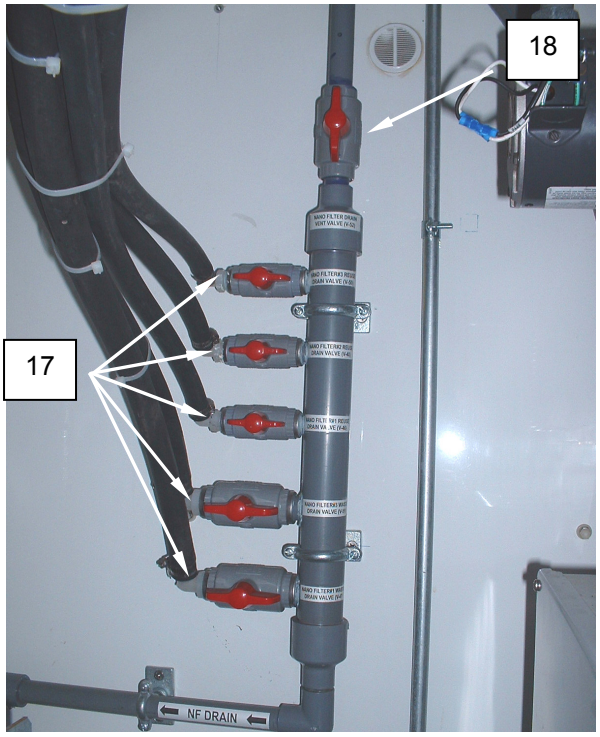

Figure 17. Sodium Bisulfite Preservation Procedure.
18. Open the nanofilter drain valves **(Figure 17, Item 17)**.
19. Ensure the vent shutoff valve **(Figure 17, Item 18)** is open.